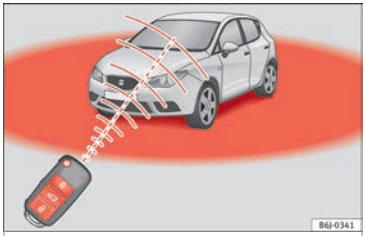

Fig. 85 Range of the radio frequency remote control.
- **The radio frequency remote control key functions only when you are within range ››› Fig. 85.**